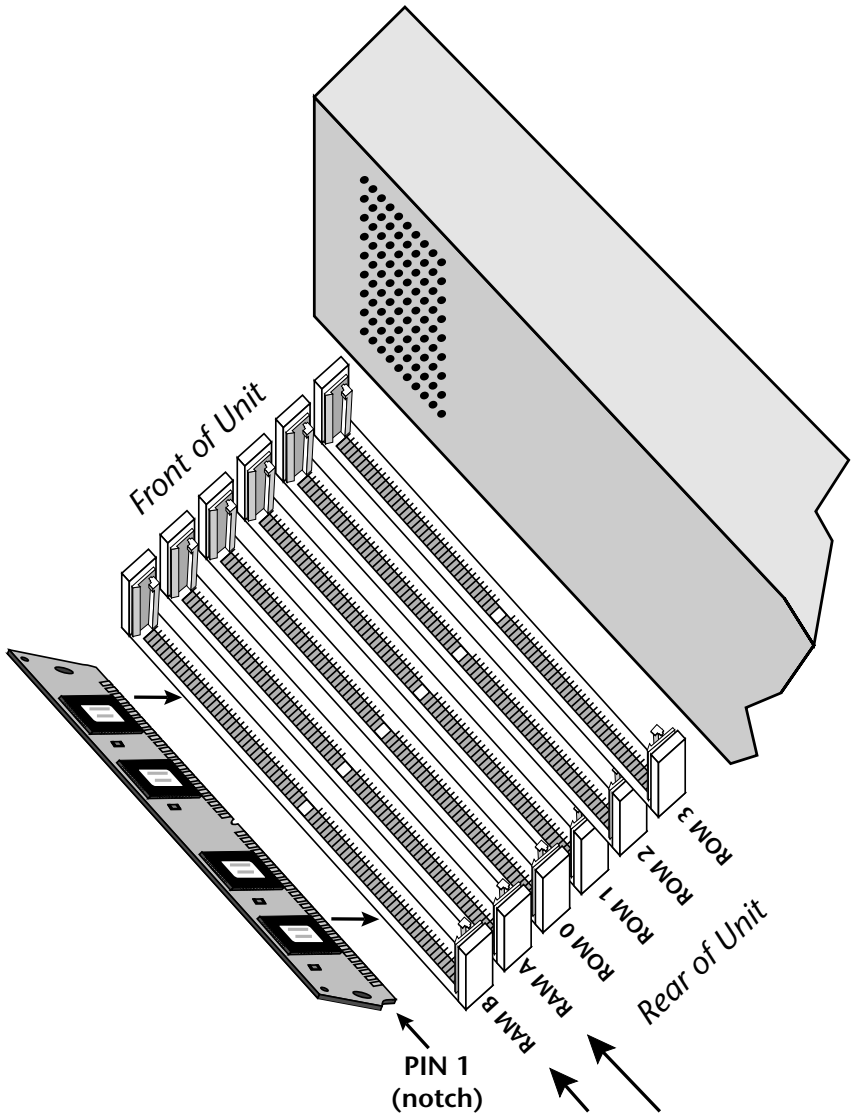

Fig. 2
6. Gently set the SIMM deep into the SIMM socket at a 45º angle with the notch toward the back of the unit as shown in figure 2. Without forcing the insertion, let the board rest in the socket as deep as it will go. The chips mounted on the board should face the rear of the unit. See the following diagrams.